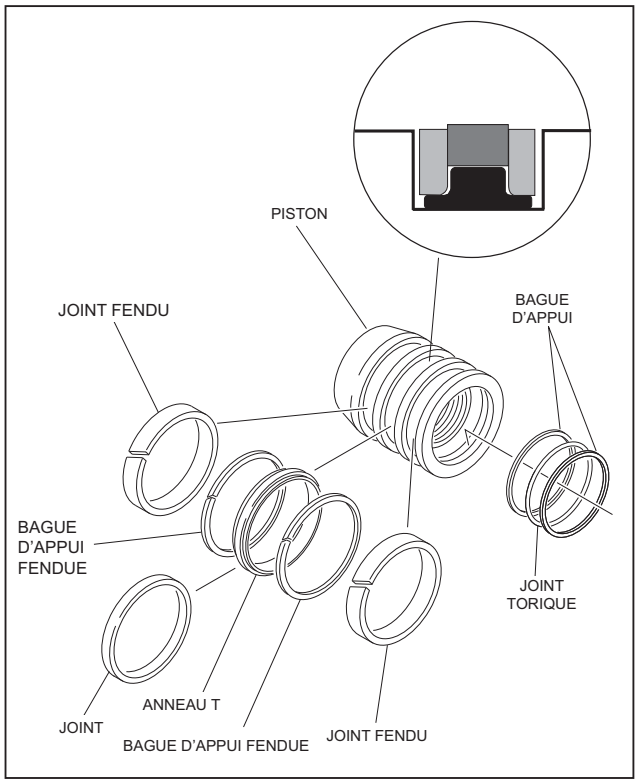

Figure 4-23. Installation du kit de joint de piston
NOTE : *Les bagues de secours du joint solide disposent d'un rayon sur un côté. Ce côté fait face au joint solide. [Voir l'insertion magnifiée dans (Voir Figure 4-23.)] La division des joints et des bagues de secours doit être positionnée de manière à ne pas être alignée les uns avec les autres.*
9. Placez les nouveaux verrous et les joints d'étanchéité dans les rainures applicables du diamètre extérieur du piston du cylindre.(Voir Figure 4-23.)